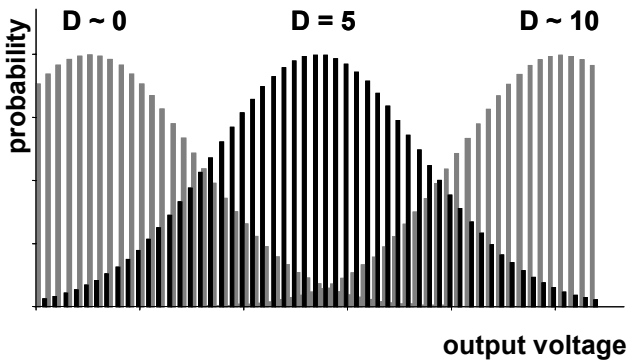

Fig.1: Probability distribution for different settings of "D"
With the control set fully counterclockwise most of the random voltages will be low magnitude but even medium and high magnitude voltages may appear but with smaller probability. As the control is turned to the right (or a positive control voltage appears at the CVD input) the distribution moves through medium to high magnitude voltage probability. The symbol at the lower jack ❸ socket shows this coherence graphically (see also fig. 1).